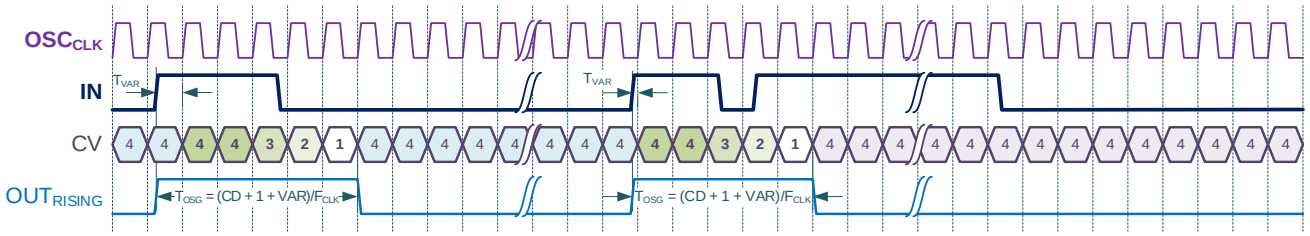
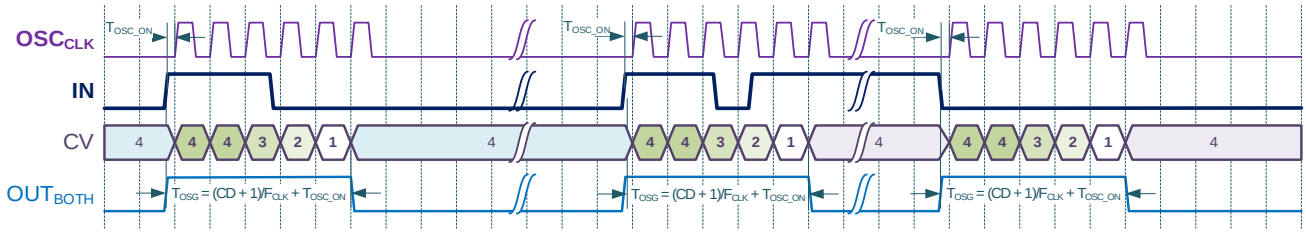

Figure 9.14. One-Shot Generator Mode Timing Diagram (Rising Edge, Forced OSC)
Figure 9.19. One-Shot Generator Mode Timing Diagram (Both Edge, Auto OSC)
In One-Shot mode, this macrocell generates a high-level pulse with a set width when detecting the edge event, which is selectable by the registers on its IN input. The pulse width is determined by the Control Data, input clock signal, and selected divider value. Any incoming edges are ignored during pulse width generation. The timing diagrams of this mode are shown in Figure 9.14…Figure 9.19.
- One Shot (Figure 9.14…Figure 9.19)